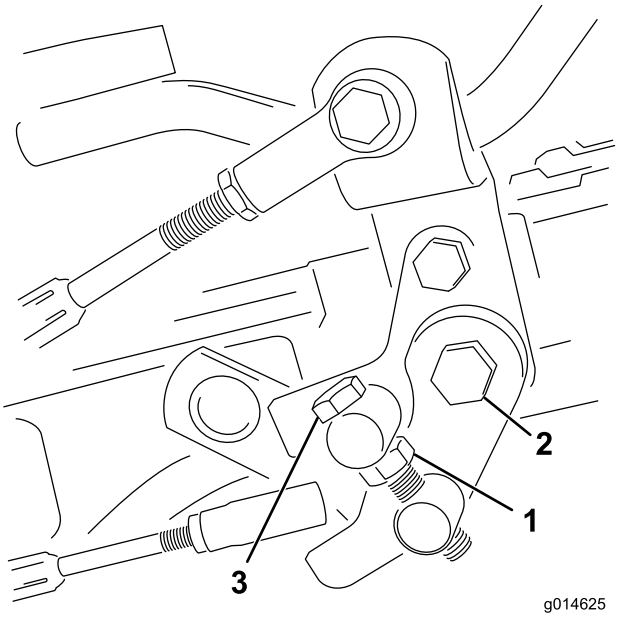

**Figur 55**
1. Lossa kontramuttern på justeringsbulten (Figur 55).
4. Dra åt kontramuttern på justeringsbulten och muttern på pedaltappen för att låsa justeringen (Figur 55). Kontrollera justeringen och ändra vid behov.